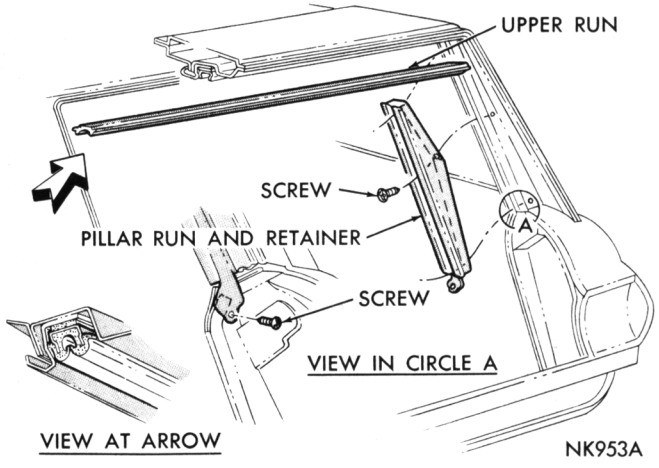

Fig. 63—Upper and Pillar Runs
(1) Remove upper run from run retainer (a press fit into retainer) (Fig. 63).
(2) Remove screw attaching pillar run to upper end of tail gate lower opening weatherstrip.
(3) Remove three screws attaching pillar run and retainer to pillar and remove run and retainer assembly.